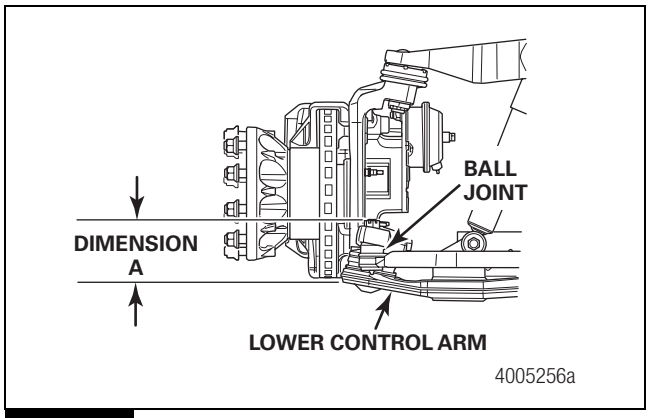

Figure 4.6
B. Using a dial indicator or suitable measuring instrument, measure the distance between the bottom of the lower control arm and the top of the 80 mm lower ball joint, Dimension A. Figure 4.6.